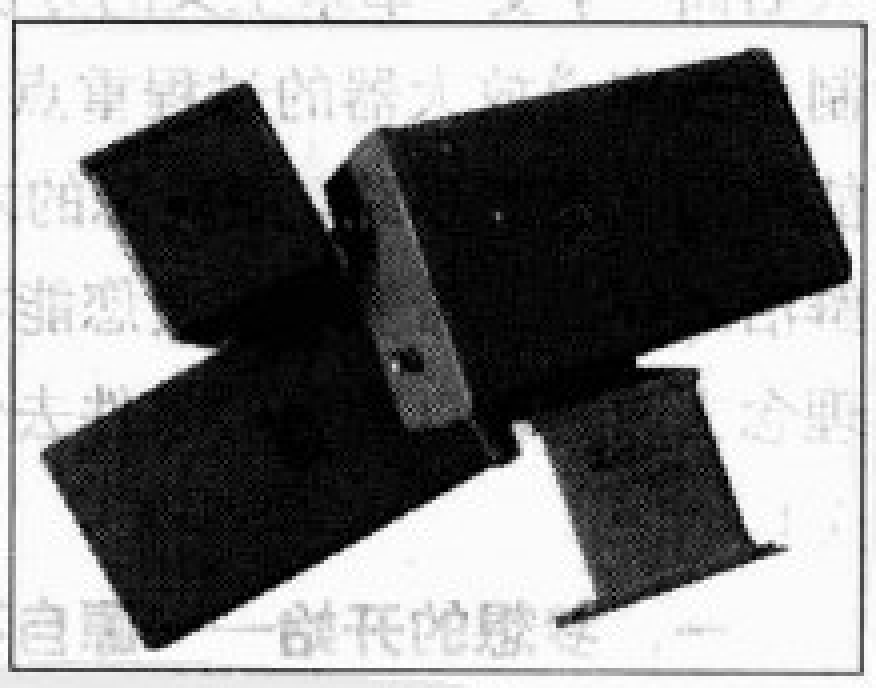

图12
5.罐装油浸电容，品种繁多、体积大、容量小、耐压高（见图12)。在胆机滤波电路中使用油浸电容，滤波效果非常好。假如您的胆机底盘有很大的空间，可在CLC滤波电路后端使用上一只，会使音色更美，乐感及其密度都有较高的水准，不妨一试。